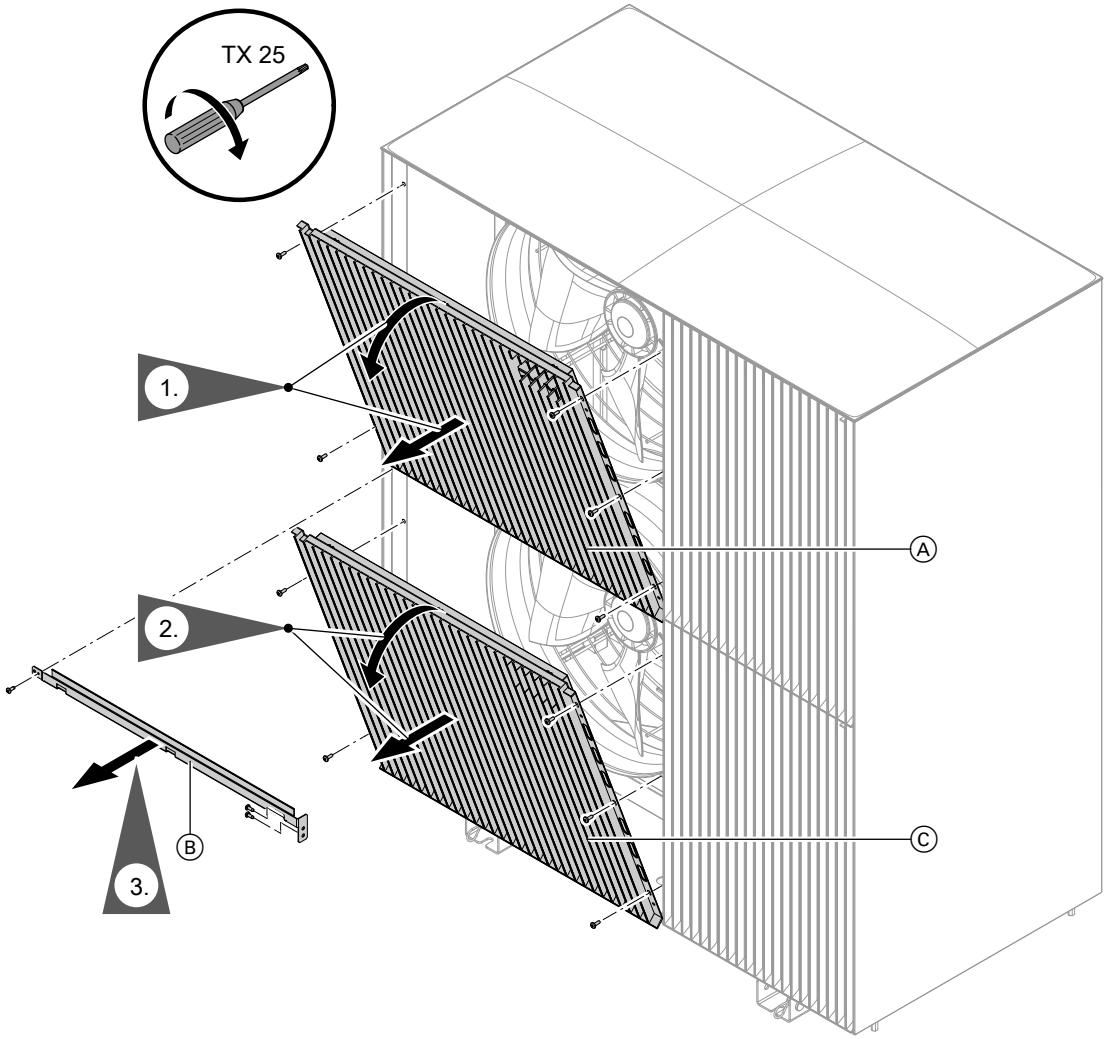

Abb. 103
3. Schutzgitter Ventilatoren und Versteifungswinkel abbauen: Siehe Abb. 103.